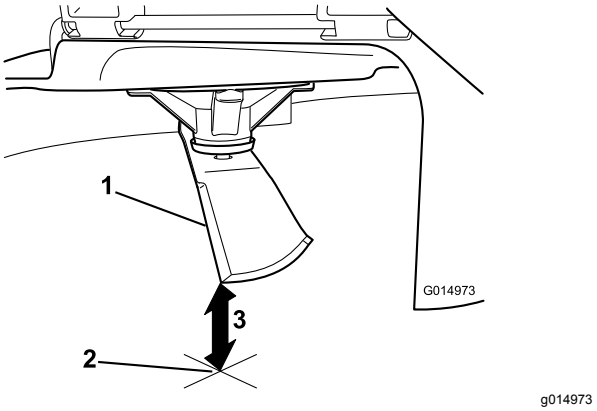

Figuur 106
5. Meet de afstand tussen het uiteinde van het mes en de vlakke ondergrond (Figuur 106).